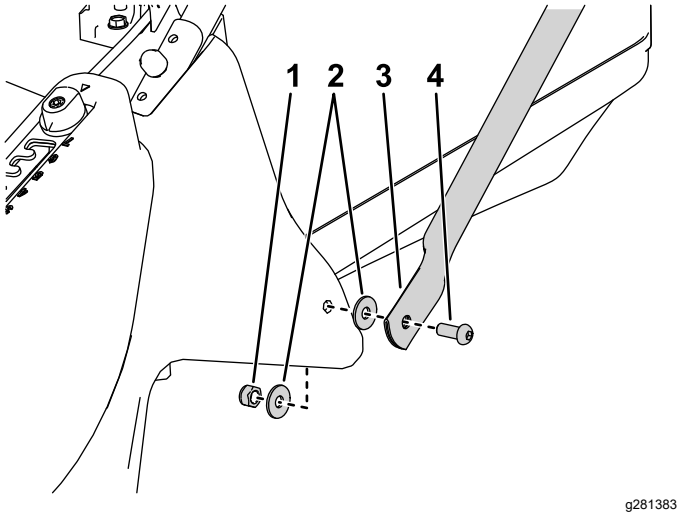

Figur 4
3. Montera den nedre delen av staghandtagen på vardera sida av klippdäcket med en skruv, planbrickor på insidan och utsidan av däcket och en låsmutter (Figur 4).